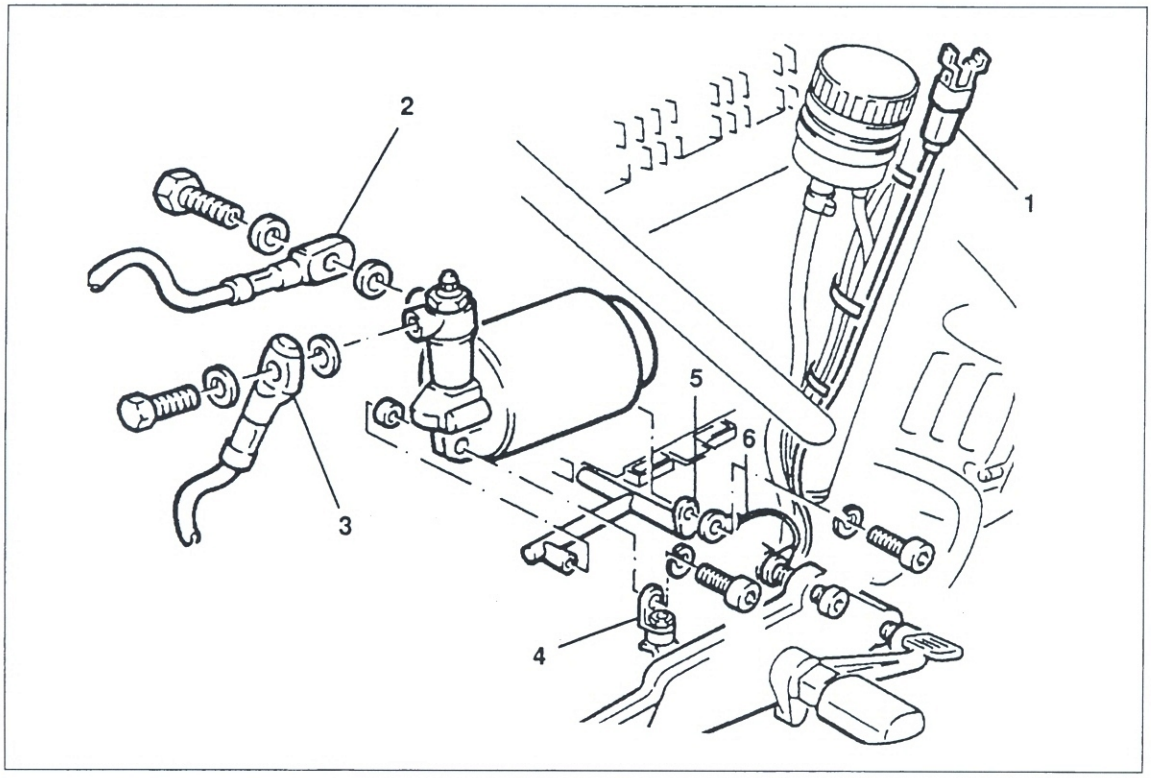

Bild 201
● **Druckmodulator ausbauen (Bild 201):** Kraftstofftank ausbauen und Stecker ① (blau) des Modulators trennen.